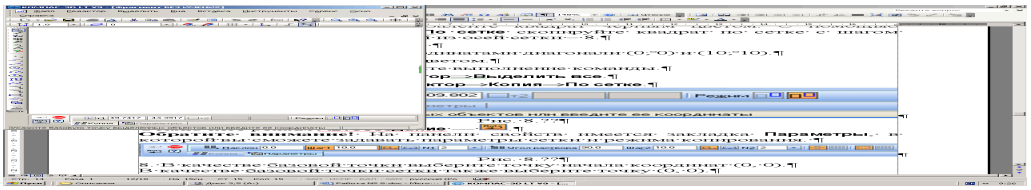

Рис. 8.16. **Панель свойств** операции **Копия по сетке**.
2) выполните команду **Редактор⇒Копия⇒По сетке** (рис. 8.16);